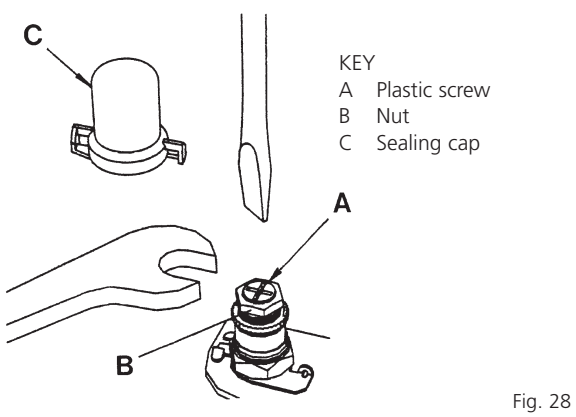

Fig. 28
– remove the sealing cap of the proportioning unit (C fig. 28) by rotating it/turn anticlockwise;
– using a 10 mm spanner, turn nut (B fig. 28) to attain 11.1 mbar (4.4 inwg) of pressure. Turn the nut clockwise to increase the pressure or anti-clockwise to decrease it;
– set the minimum pressure of 1.5 mbar by holding nut (B fig. 28) in position with a 10 mm spanner and rotating the plastic screw (A fig. 28) with a screwdriver until the correct pressure is obtained.
– refit the proportioning unit sealing cap (C fig 28);